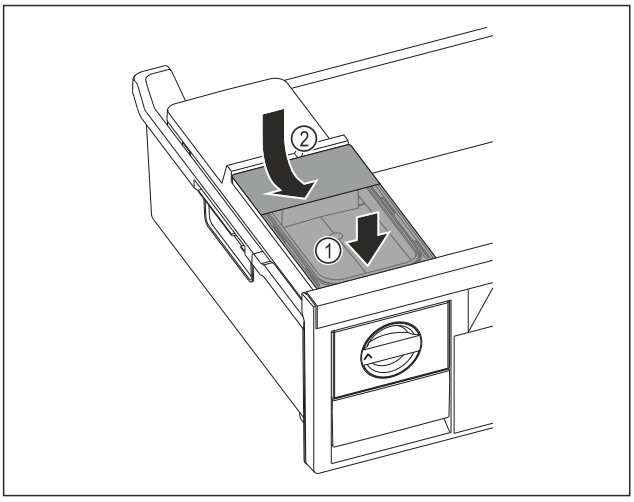

Fig. 162
▶ Watertank aan de voorkant plaatsen. *Fig. 162 (1)*
▶ Watertank aan de achterkant laten zakken. *Fig. 162 (2)*